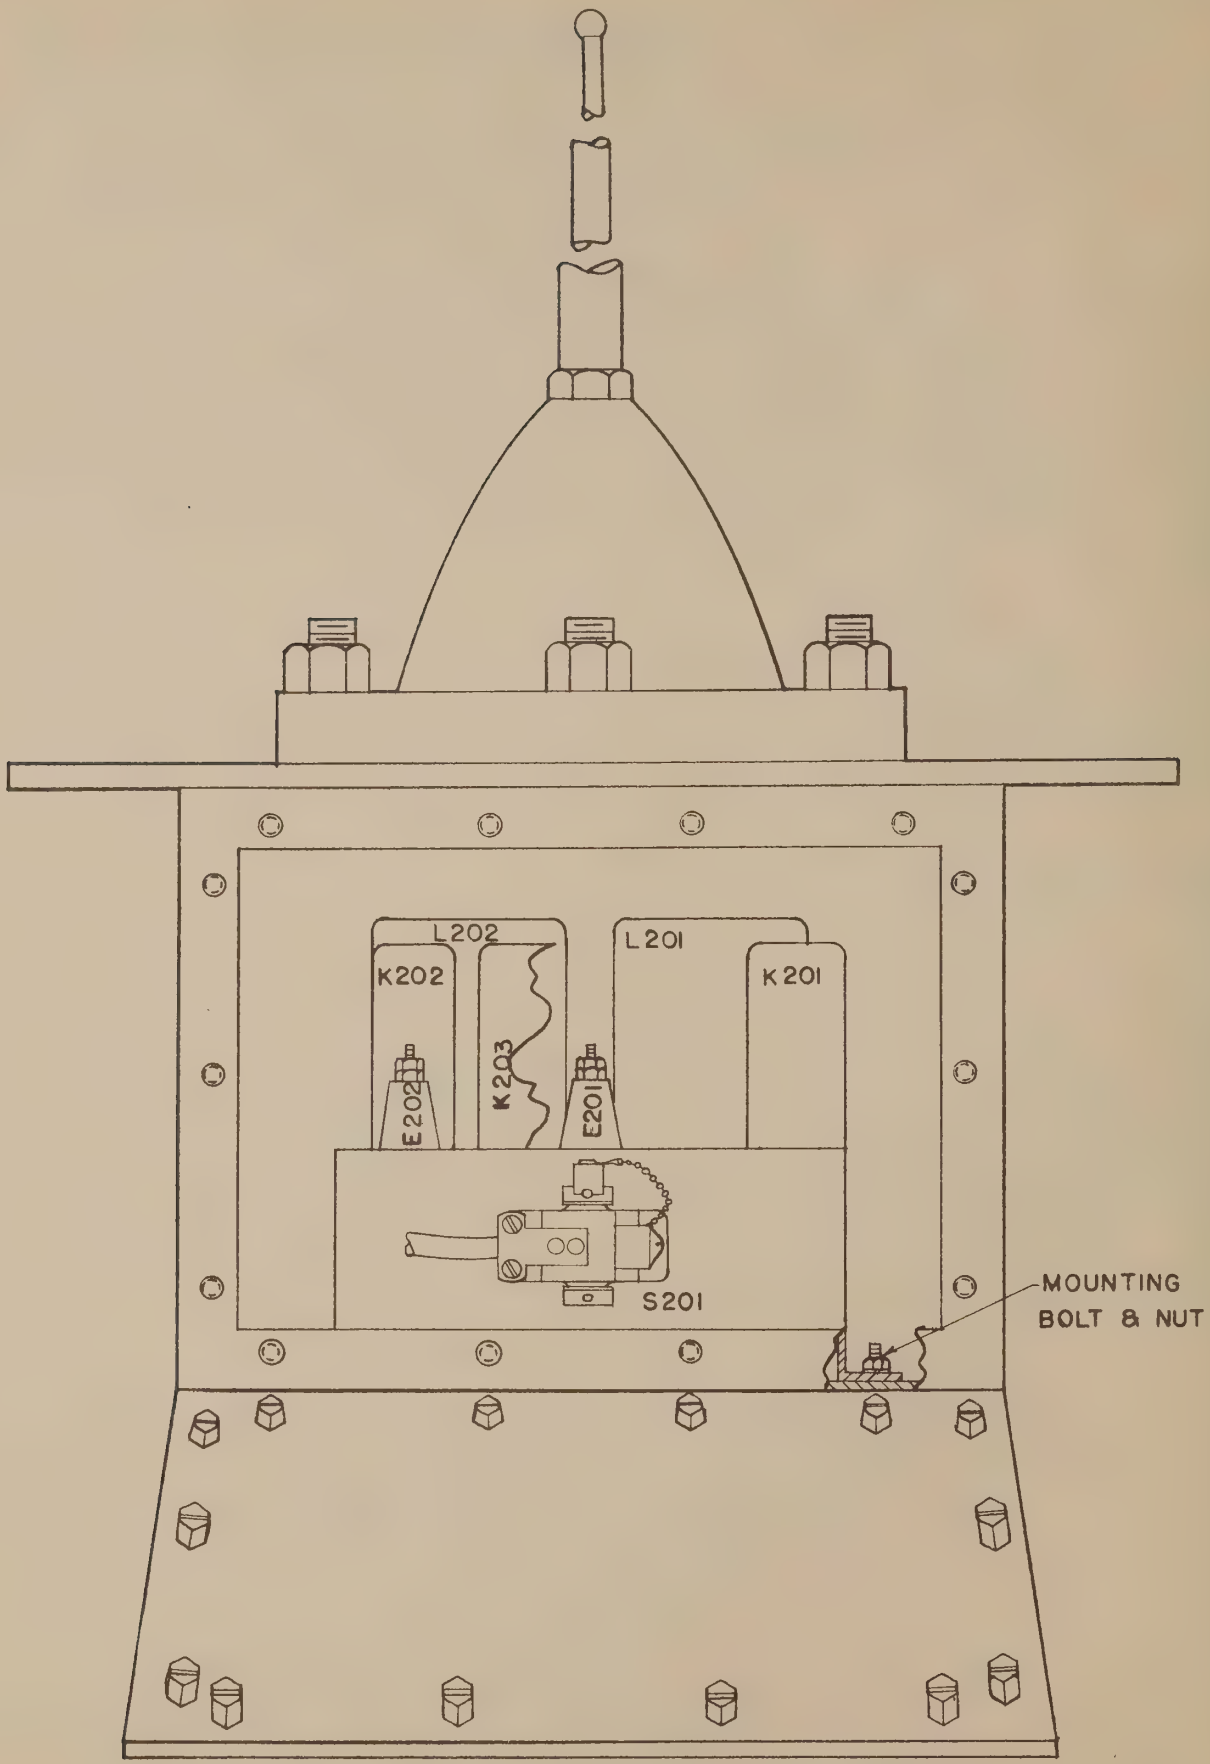

Figure 6-1. Radio Frequency Tuner and Housing TN-344/SRA-17.
a. REMOVAL OF RADIO FREQUENCY TUNER.–The removal of radio frequency tuner is accomplished by loosening the 14 nuts on R.F. tuner housing cover, (fig. 6-1) and remove the cover. Remove the four 8-32 nuts securing tuner in the housing, remove all leads secured on E201 and E202. Unscrew the two studs sesecuring the "Breakaway Connector" S201. Remove connector and pull chassis forward.